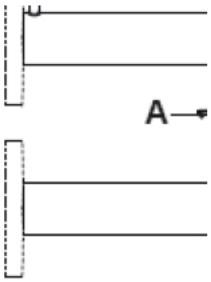

рис. 2.17
- закройте отсекающие краны (A – рис. 2.17);